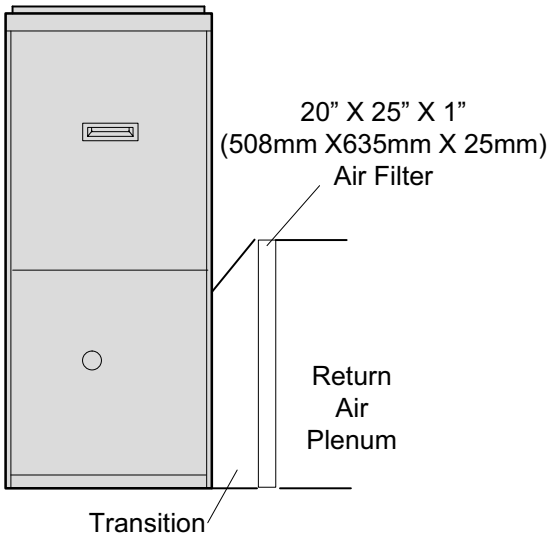

FIGURE 8
1. ***Return air from single side with transition which will accommodate 20 x 25 x 1 in. (508 x 635 x 25 mm) air filter. (Required to maintain proper air velocity.) See figure 8.***